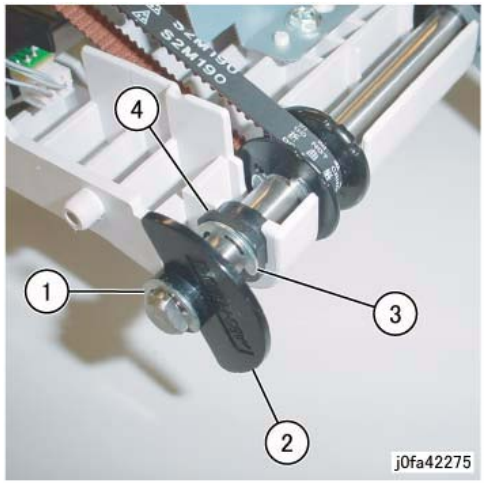

Figure 4 Removing the Actuator and Bearing
8. Remove the Actuator and the Bearing (Figure 4):